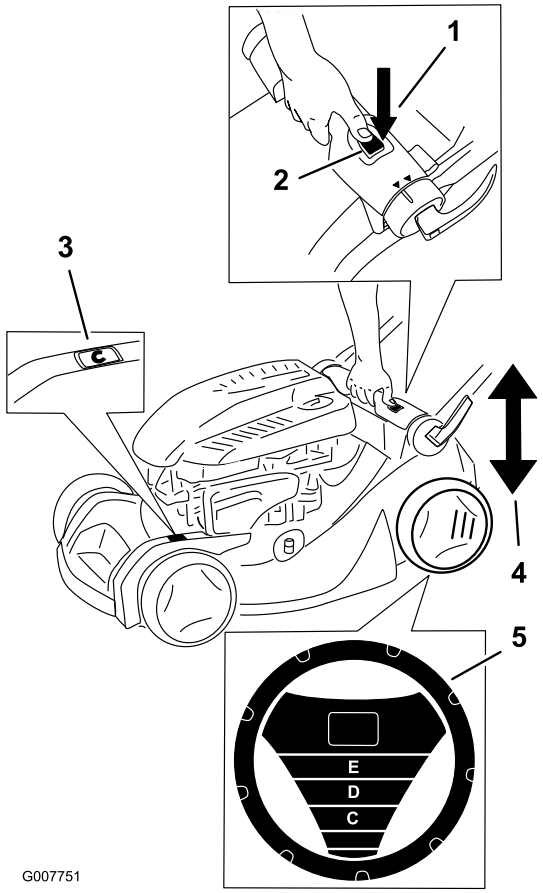

Figure 13
Remarque: Le système SmartWheel® calcule le réglage correct pour vous éviter de tondre l'herbe de plus du tiers de sa hauteur (Figure 13).
2. Amenez la tondeuse sur la pelouse ; arrêtez-vous quand le dessin SmartWheel est à la verticale (Figure 13).
4. Appuyez sur le bouton de réglage de hauteur de coupe et déplacez la poignée pour augmenter ou diminuer la hauteur de coupe (Figure 13).
5. Tirez ou poussez la poignée et utilisez l'échelle de hauteur de coupe pour régler la tondeuse à la hauteur de coupe voulue (Figure 13).